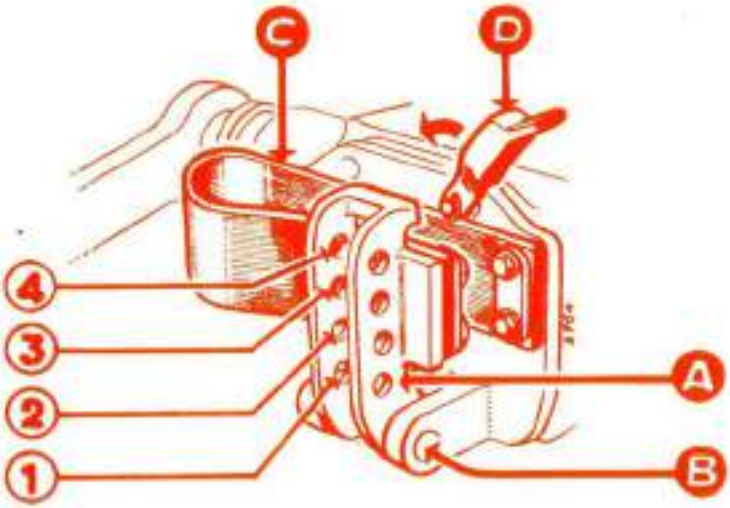

FIG. 18
3) SENSIBILITÉ (fig. 18)
NOTA. - Un coin pivotant (D) fig. 18 est destiné à être engagé entre le support mobile du 3ème point et le couvercle du relevage, soit en transport, soit pour le fonctionnement en position contrôlée. Ne pas oublier de l'ôter lors du travail en effort contrôlé.